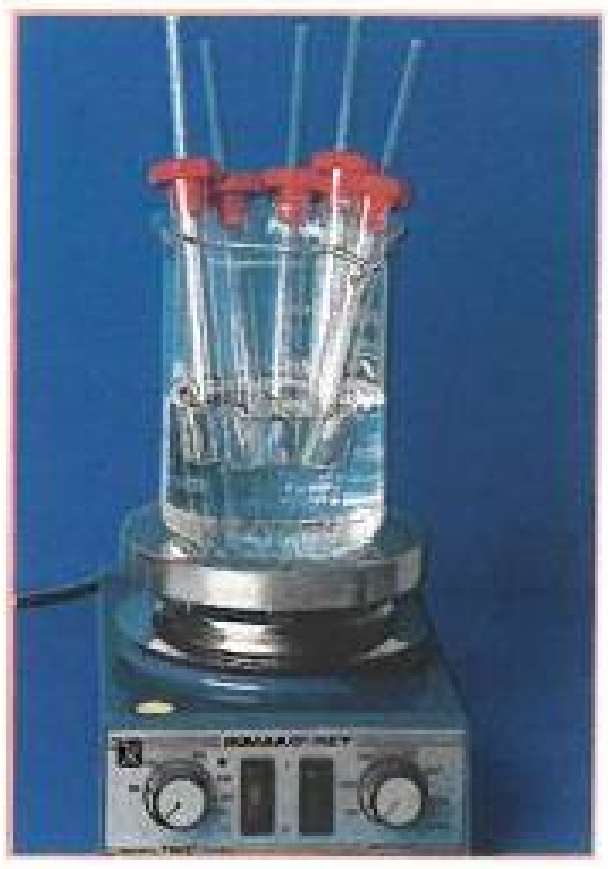

Figure 4.10
- Put a stopper on each of the five tubes and place them in the hot water bath maintained at a constant temperature of 40 °C (Fig. 4.10).